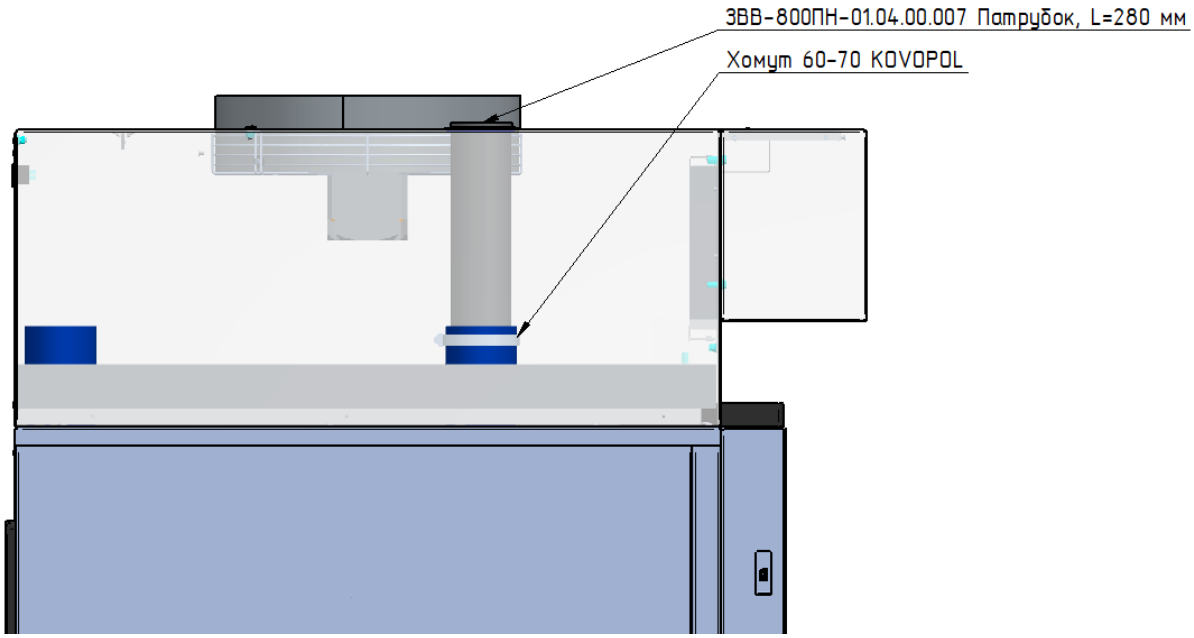

Рис. 2 Подключение зонта к пароконвектомату
- установить зонт на пароконвектомат, снять фильтр-решетку, установить из комплектации поз.3 на передний силиконовый патрубок, совместить с крышей зонта, затем затянуть хомутом 60-80 (Рис. 2).